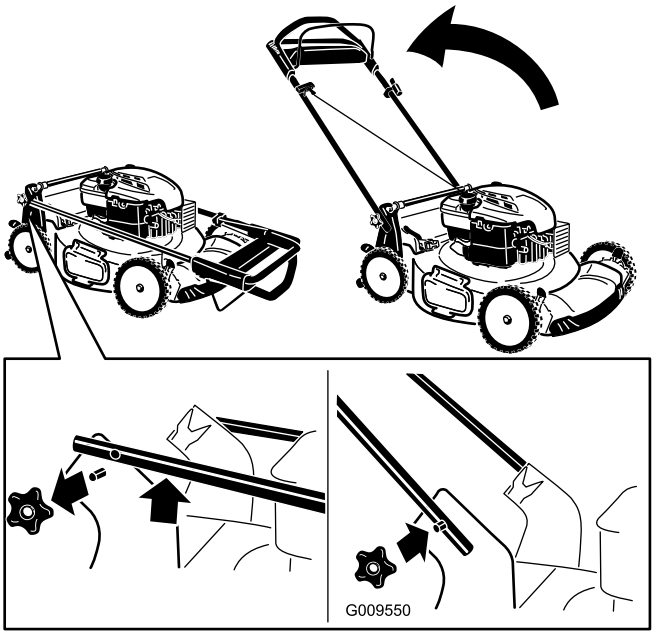

Figur 3
1. Fjern knottene på håndtaket fra maskinhuset (Figur 3).